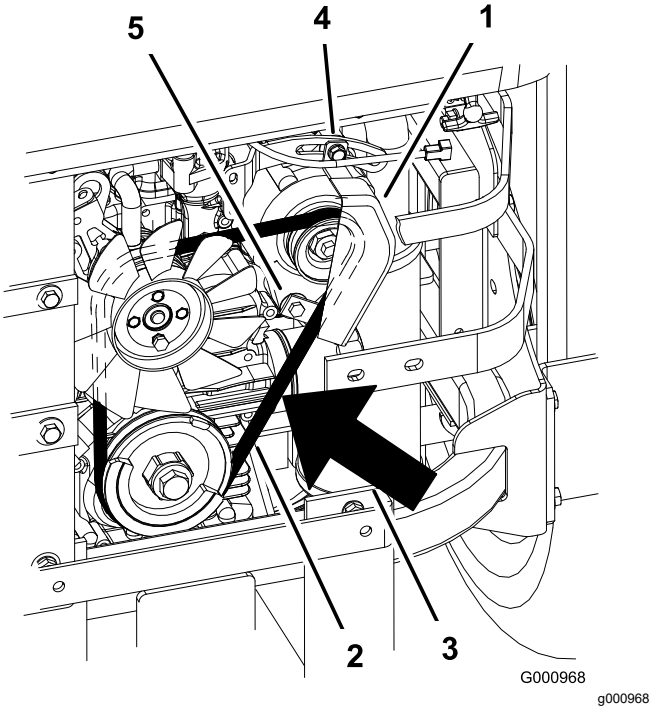

Figur 90
2. Justera generatorn mot utsidan tills remmen har en nedböjning på 7–9 mm mellan motorn och generatorremskivorna vid en last på 10 kg (Figur 90).
5. Dra åt den nedre och övre bulten om nedböjningen är korrekt (Figur 90).